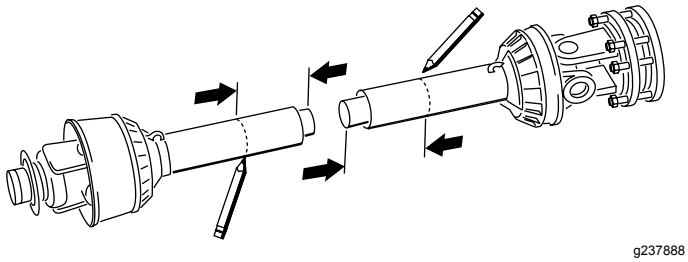
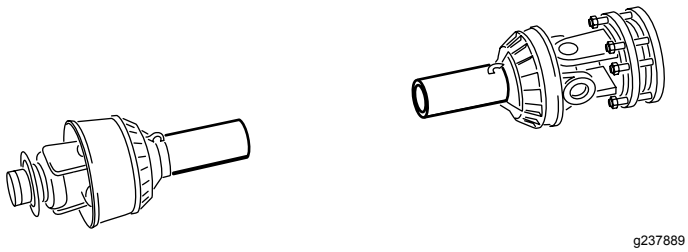

Figur 18
Figur 19
13. Brug dimensionerne målt i trin 8 til at finde, markere og afskære skærmen og røret fra hver kraftudtagshalvdel (Figur 18 og Figur 19).